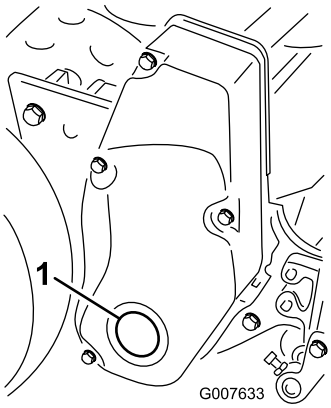

Figur 56
1. Fjern pluggen på det høyre spolemotordekslet (Figur 56).